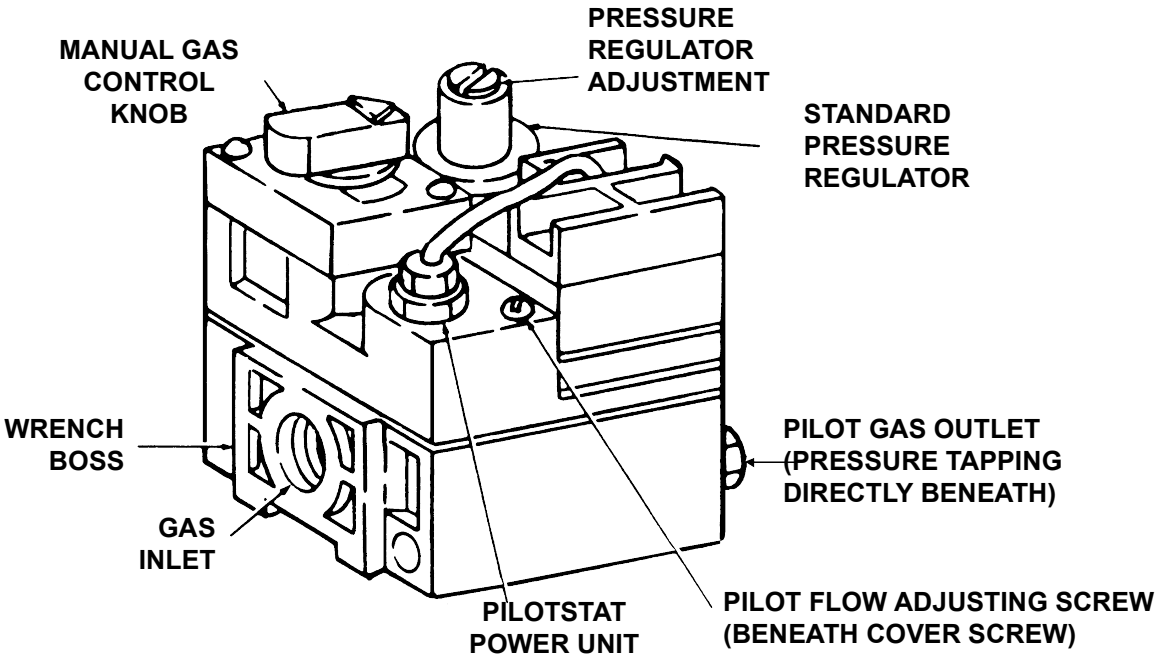

Figure 9. Gas Valve Components
C. If the manual gas control knob on the gas valve is not in the OFF position, partially depress the knob and rotate to the OFF position. See Figure 9.